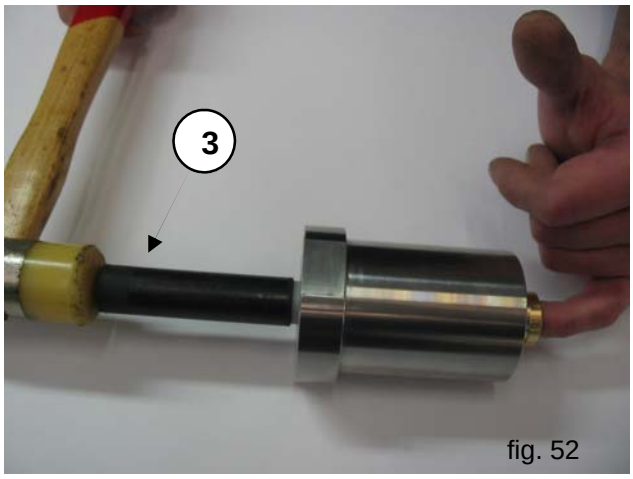
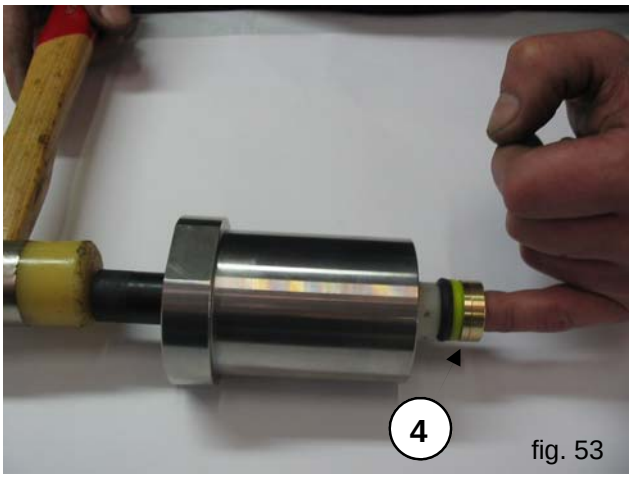

fig. 52
fig. 53
E) With the liner separate from the seal support and with the special plastic pin③ as indicated in fig. 52, have the HP (high pressure) pack come out ④ operating as in fig. 53 .
The HP pack ④ fig. 53 will have to be replaced at each disassembly.